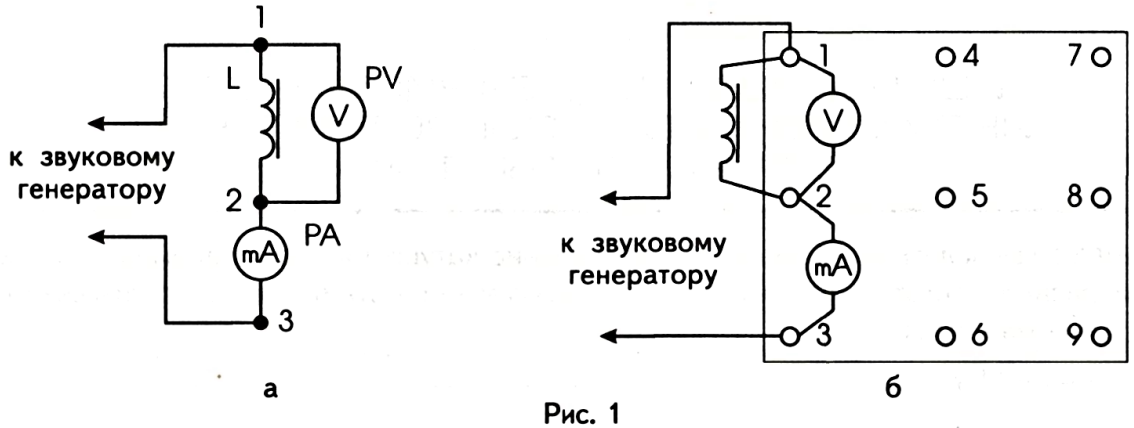

Рис. 1
1. Соберите электрическую цепь по рис. 1. В катушку **L** полностью вставьте ферромагнитный стержень.
1. В схеме на рис. 1 катушку индуктивности **L** замените активным сопротивлением (резистором) на 100 Ом.